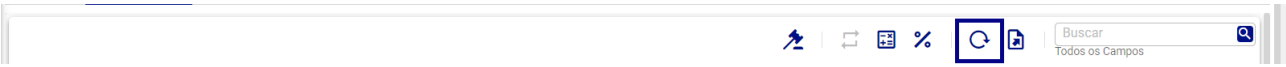

Figura 201: Atualizar
- **Atualizar (Figura 201):** Recarrega os dados exibidos na tela.